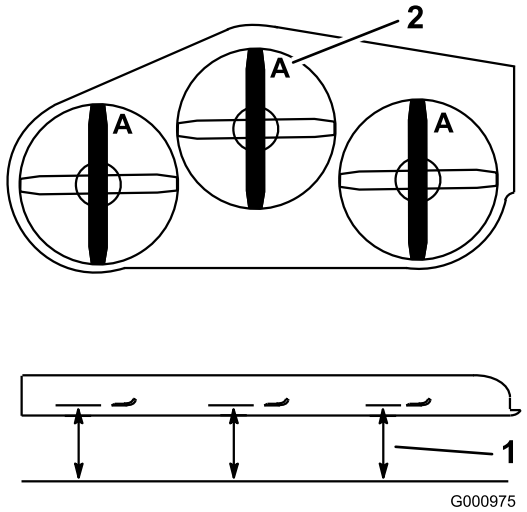

Figur 76
3. Drej knivene, indtil enderne vender fremad og bagud (Figur 76). Mål fra en plan overflade til knivenes skærekant (Figur 76), position **A**. Noter dette mål.